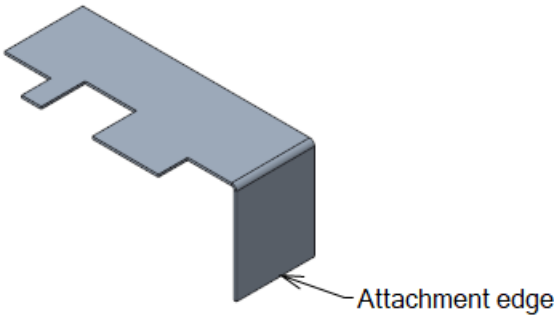
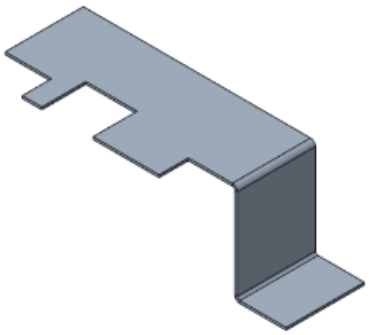

Figure 14-90 *The attachment edge chosen for the flange wall*
Figure 14-91 *Model with the flange wall*
1. Select the attachment edge, which is the inner edge of the previously created flange wall, as shown in Figure 14-90, and create a flange wall as discussed earlier, with **22** as its height value and **2** as its radius value. The model similar to the one shown in Figure 14-91 is displayed in the drawing area.